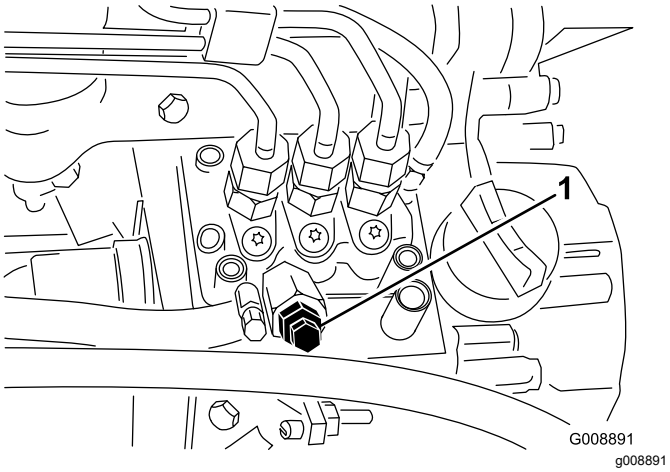

Figur 36
4. Åbn udluftningsskruen på brændstofindsprøjtningspumpen (Figur 36).